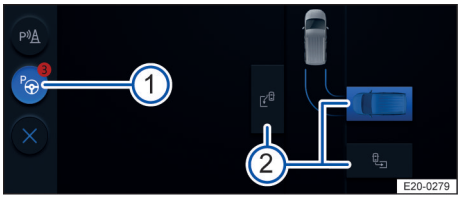

Fig. 131 Dans le système d'infodivertissement : place de stationnement favorite (véhicule bleu) et autres places de stationnement (schéma de principe)
L'aide stationnement actif sélectionne automatiquement une place de stationnement qu'il indique comme place de stationnement favorite (véhicule bleu) sur l'écran du système d'infodivertissement → fig. 131 ②.
1. Touchez la place de stationnement souhaitée sur l'écran du système d'info-divertissement → fig. 131 ②.
2. Touchez le symbole ◯ ②.
ℹ Lorsque l'aide stationnement actif n'est pas activée, les éventuelles places de stationnement identifiées → fig. 131 ① apparaissent sur l'afficheur des capteurs d'aide au stationnement. ◁